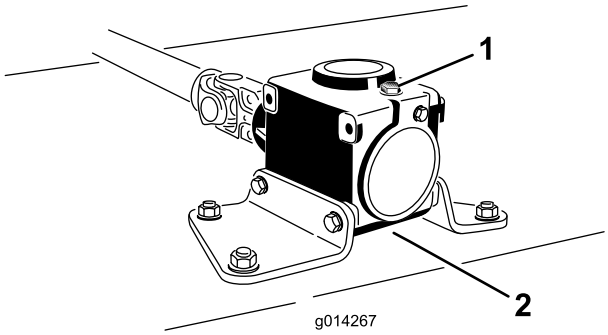

Figura 42
6. Retire la varilla/ tapón de llenado de la parte superior de la caja de engranajes (Figura 42) y asegúrese de que el lubricante está entre las marcas de la varilla.
6. Retire el tapón de llenado/varilla de la parte superior de la caja de engranajes (Figura 42).